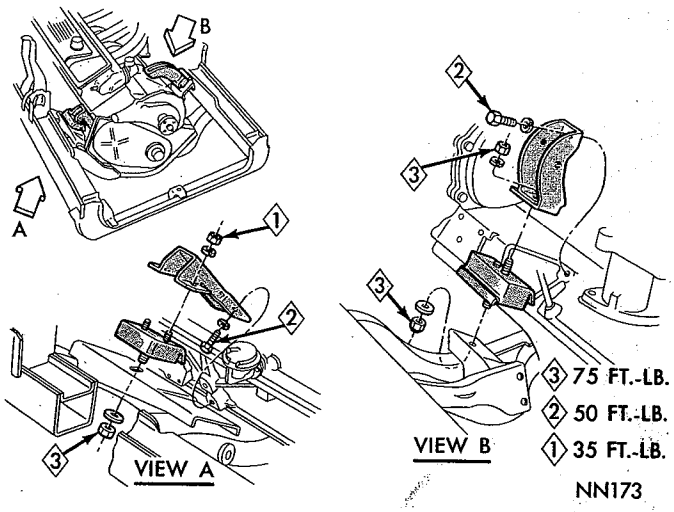

***Fig. 7—Front Engine Mounts (106" Wheelbase)***
(18) Remove engine support fixture.
(19) Remove front engine mount bolts (Figs. 7 and 8).
(20) Lift engine from engine compartment and install in engine repair stand.